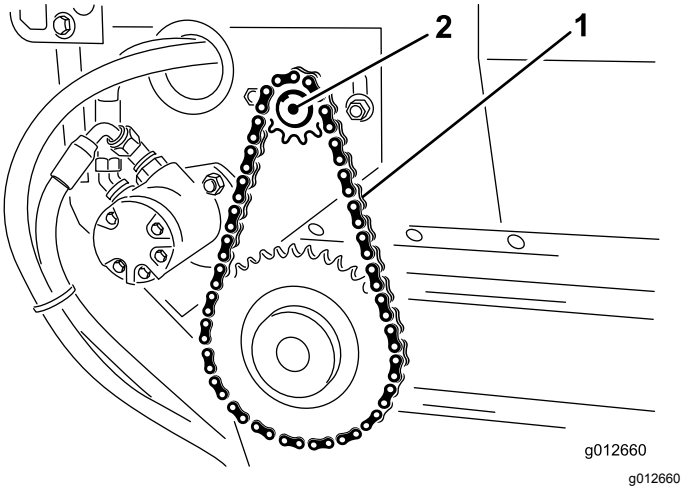

**Figur 19**
3. Løsn boltene og møtrikkerne, der fastgør motoren og kædehjulet til hovedstellet (Figur 19).
4. Drej motor- og kædehjulssamlingen (Figur 19) i monteringshullerne, indtil transportbåndets kæde afbøjer 3,2 mm.
5. Tilspænd monteringsboltene (Figur 19).